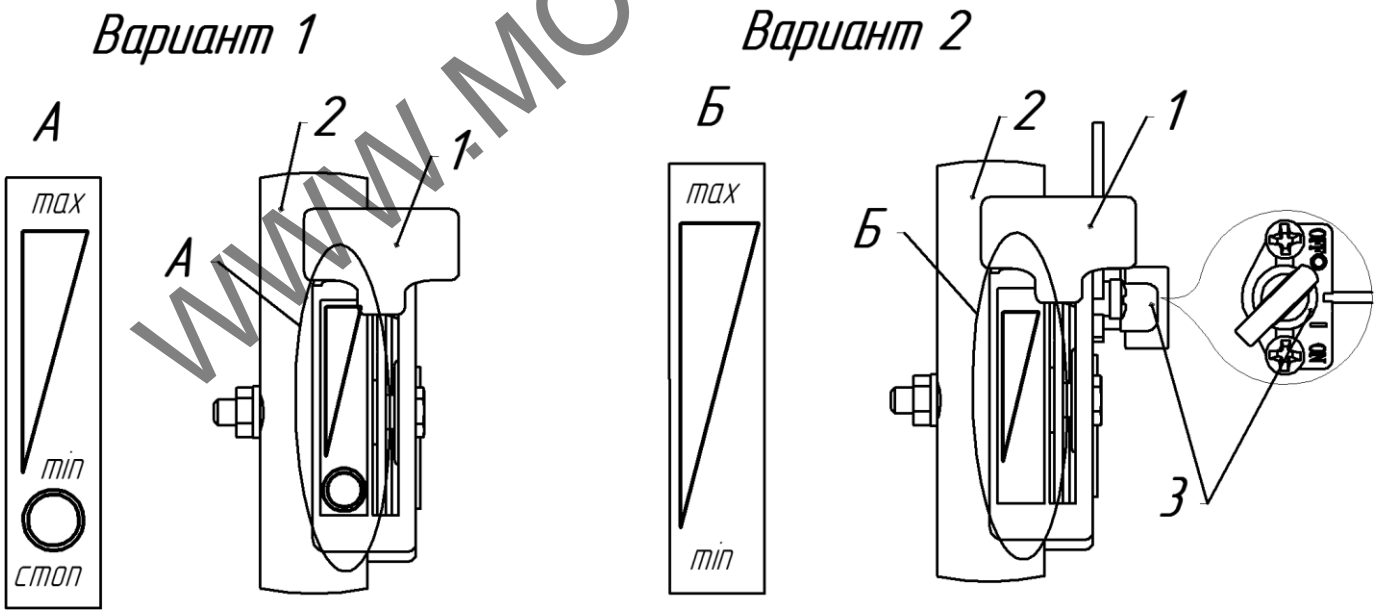

Рис.5 Дистанционное управление двигателем.
31. В аварийных ситуациях остановите двигатель при помощи аварийного останова на двигателе или на рычаге газа (рис.5, 8).
Отпустите рукоятку включения сцепления. Переведите ручку управления газом на руле в положение "СТОП" (см. рис.5, 8):